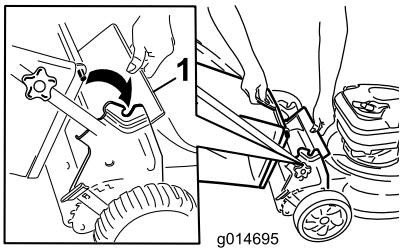

Figure 13
1. Soulevez le déflecteur arrière (Figure 13).
2. Insérez la poignée du bac à herbe dans les crans des supports du guidon (Figure 13).